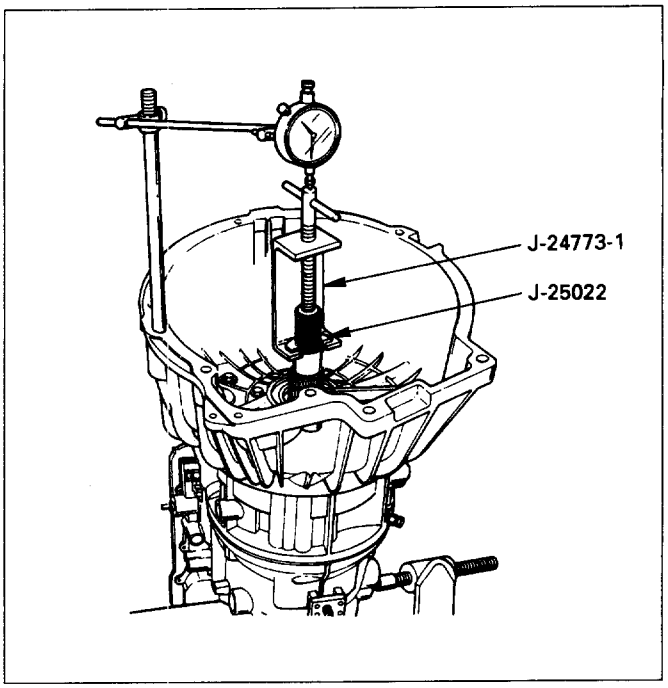

Fig. 7A-54
15. Extension housing (Fig. 7A-55)
- Inspect extension housing oil seal and replace if necessary (Fig. 7A-56).